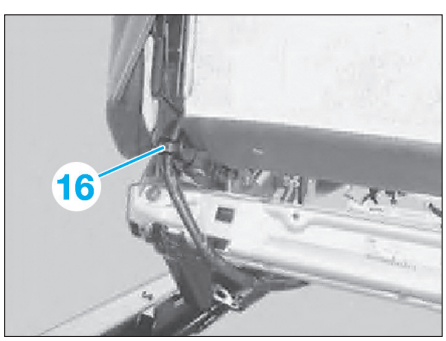

Fig. 19
• Dégrafer l'attache de câble (16) du mécanisme du siège **(Fig.19)**.